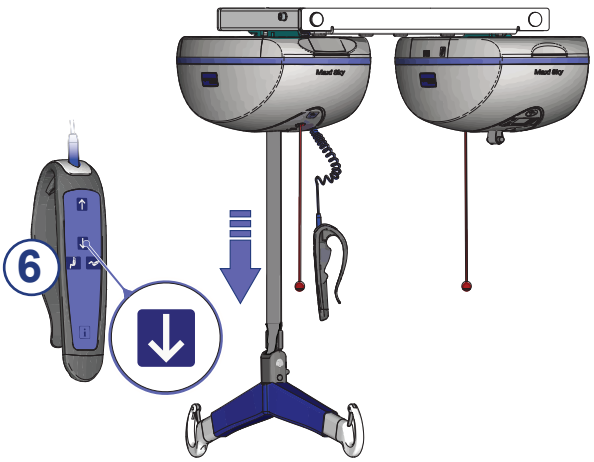

Fig. 73
5) Per impostare *Maxi Sky* 2 Plus in Modalità singola, seguire i passaggi illustrati nella fig. 73.